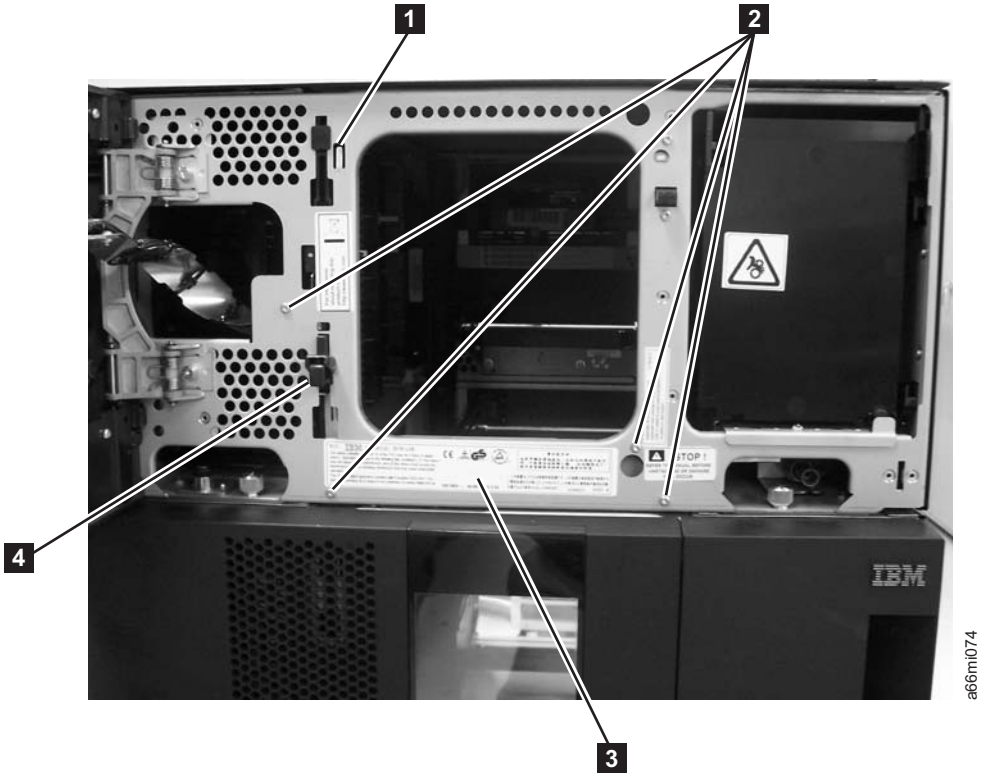

Figure 7-132. Front gear rack
3. There is a small metal tab in the chassis frame (1 in Figure 7-132) that prevents the gear rack from falling down too far when the locking mechanism is released. Bend the tab out slightly so the gear rack can be removed.
4. Slightly push up and pinch the gear rack locking mechanism to unlock the front gear rack (4 in Figure 7-132).
5. While pinching the gear rack locking mechanism (4 in Figure 7-132), push the gear rack down, then release your hold on the locking mechanism.
3. There is a small metal tab in the chassis frame (**1** in Figure 7-132 on page 7-117) that prevents the gear rack from falling down too far when the locking mechanism is released. Bend the tab out slightly so the gear rack can be removed.